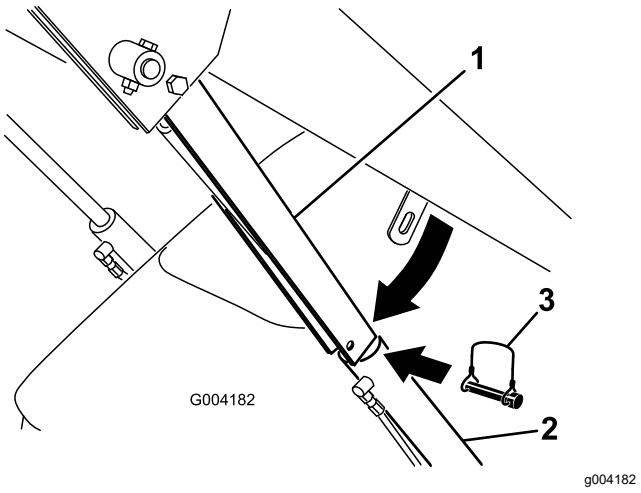

Figuur 22
4. Verwijder de lynchpen waarmee de cilindervergrendeling aan de arm van de lader is bevestigd (Figuur 22).
5. Breng de cilindervergrendeling omlaag over de cilinderstang en bevestig deze met de lynchpen (Figuur 22).